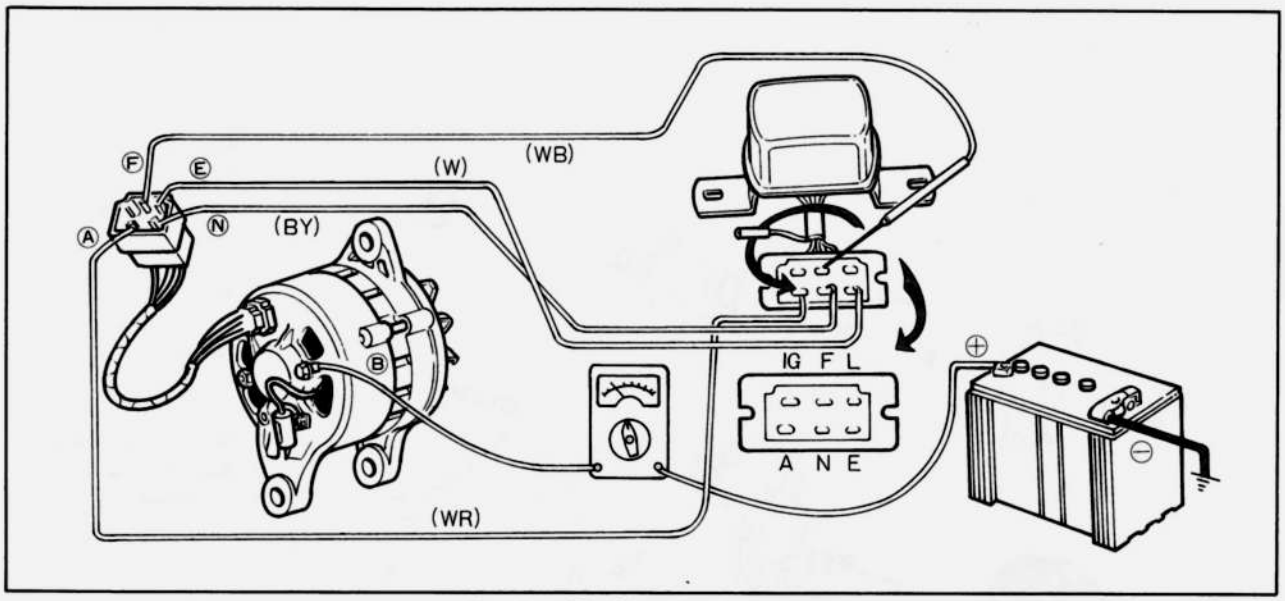

Fig. 5–2 Checking charging system
1. Disconnect the wire from "B" terminal of the alternator and connect the ammeter with the negative lead of the ammeter to the wire and the positive lead to the "B" terminal, as shown in Fig. 5–2.